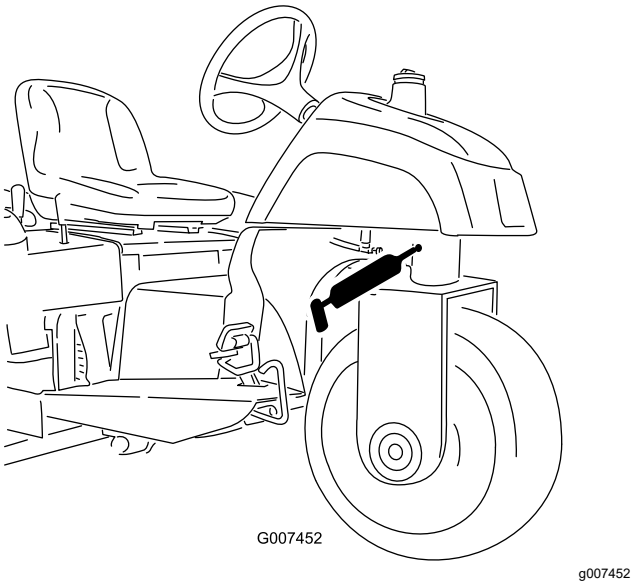

Figur 22
- Ett lager för styrtappen (Figur 22).